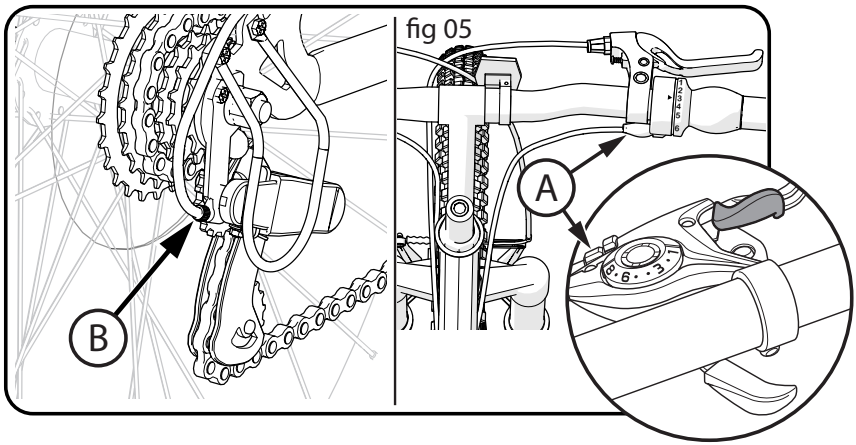

fig 05
- Depistare la catena sul pignone più piccolo. Allentare il dado (C) del morsetto del cavo.
- Girare il bariletto di regolazione (A) della leva e quello di regolazione del deragliatore posteriore (B) completamente VERSO L'INTERNO (**fig 05**).